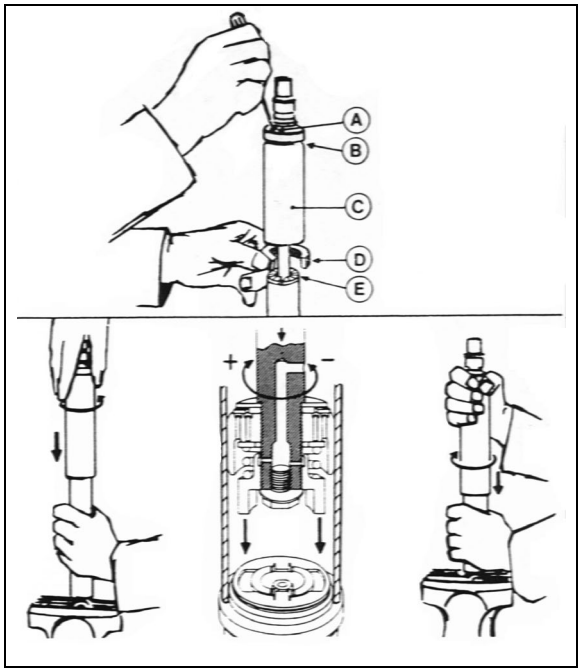

FIGURE 17: DAMPER
To adjust opening and closing cycle speed on damper (Figure 17):
2. Fully close the damper while turning the dust cap or piston rod slowly CCW until it is felt that the cams of the adjusting nut engage in the recesses of the foot valve assembly (Figure 17).
*In* Figure 17*, if there is an indentation (B) in the dust cap (C) and the cover shows two holes (A), the damper is fitted with a bump rubber (D). If so, fully extend the damper and insert a round bar or screwdriver through the holes. Push the bump rubber down and remove. Remove the split plastic collar (E) (if fitted) from the piston rod.*
| *Where a bump rubber was installed, refit same inside the dust cap and by fully closing the damper, the rubber will seat again at top of the dust cap. Refit the split plastic collar E (*Figure 17*)* |
3. Remove the Allen button head screw and the washer retaining the ball and socket rod to the upper hinge. See Figure 17.
3. Remove the Allen button head screw and the washer retaining the rod end with bearing to upper hinge. See Figure 17.